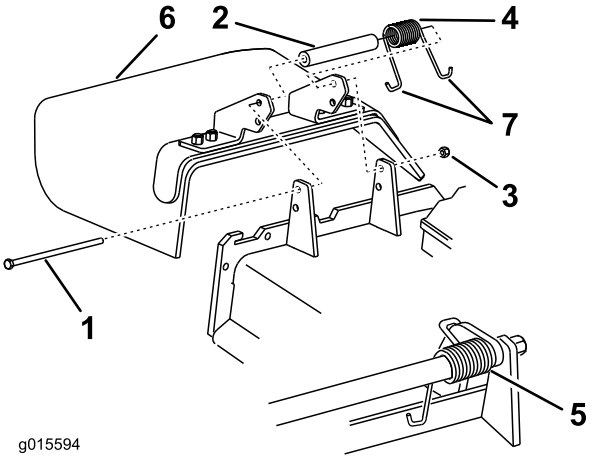

Figur 105
1. Fjern låsemutteren, bolten, fjæren og avstandsstykket som holder avlederen festet til svingbrakettene (Figur 105). Fjern den skadde eller slitte gressavlederen.
Merk: Påse at én **J**-enden av fjæren er montert bak enhetskanten før du monterer bolten som vist i Figur 105.
3. Monter bolt og mutter. Plasser én **J**-krokenden av fjæren rundt gressavlederen (Figur 105).